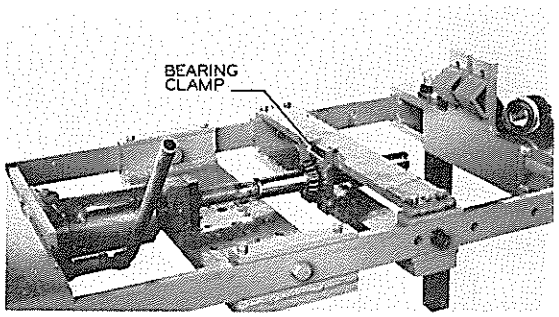

FIG. 11
10. Install bearing clamp on press as shown in Fig. 11 and press shaft out of bearing.